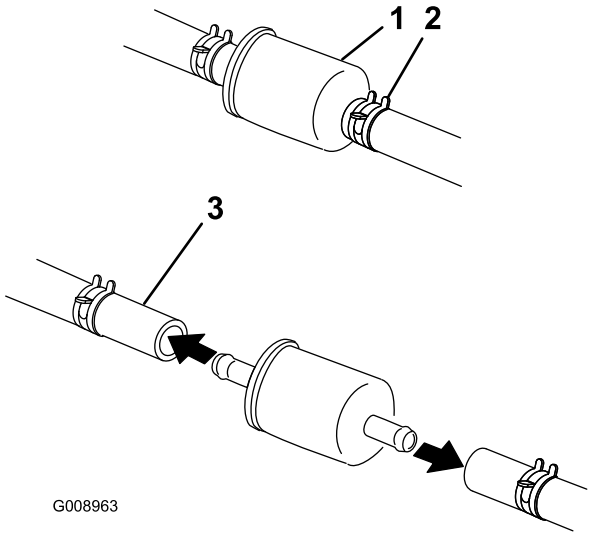

Figura 57
5. Cierre la válvula de cierre de combustible, situada debajo del asiento (Figura 57).
6. Apriete los extremos de las abrazaderas y deslícelas por el tubo alejándolas del filtro (Figura 57).
8. Instale un filtro nuevo y acerque las abrazaderas al filtro (Figura 57).